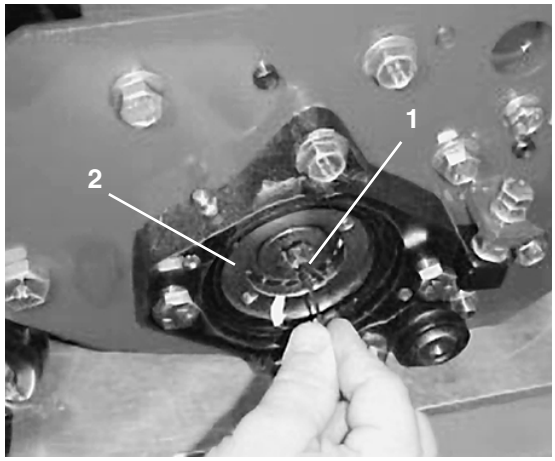

Afbeelding 23
A. Draai de stelschroef los waarmee de stelmoer van het lager aan de lagerbehuizing is bevestigd. Deze bevindt zich aan de linker zijde van de maai-eenheid (Afb. 23).